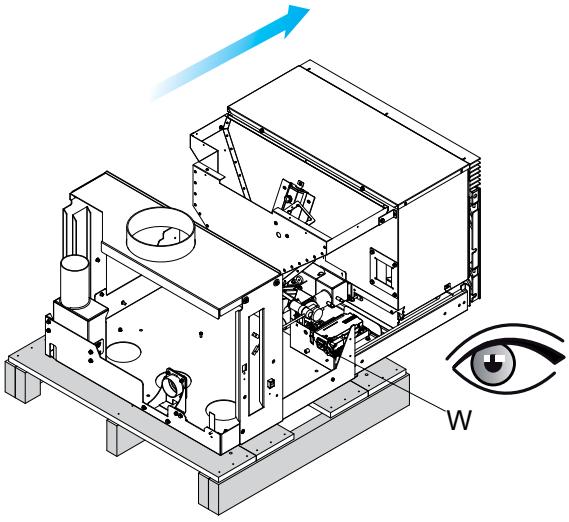

fig. 6.1.4
Cette opération agit sur un microrupteur de sécurité (W) qui désactive l'alimentation électrique. (Fig. 6.1.4) le câble d'alimentation ne doit pas être branché au secteur